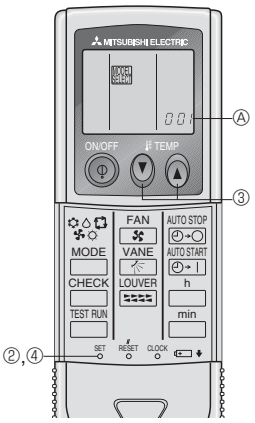

Fig. 6-8
1) Preparación inicial (Fig. 6-8)
① Introduzca las pilas.
② Pulse el botón SET con algún objeto puntiagudo.